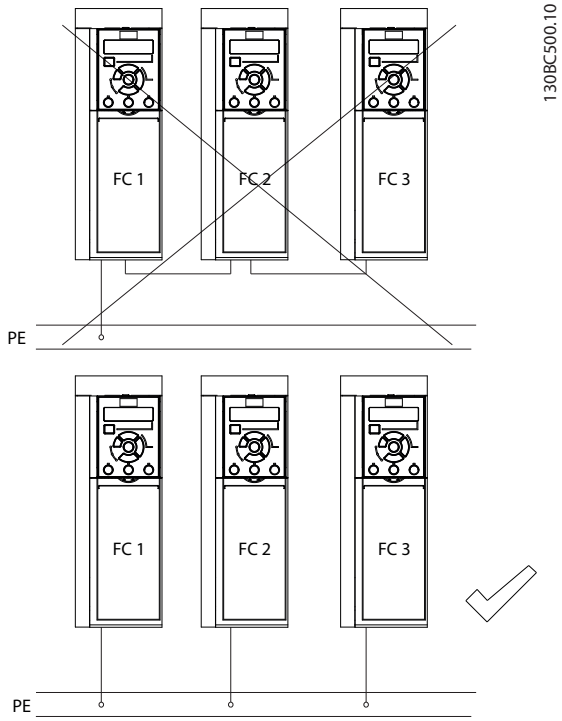

**图 4.1 接地原理**
- 请勿以菊花链方式将一台变频器的地线连接至另一变频器的地线上（如 *图 4.1* 所示）。